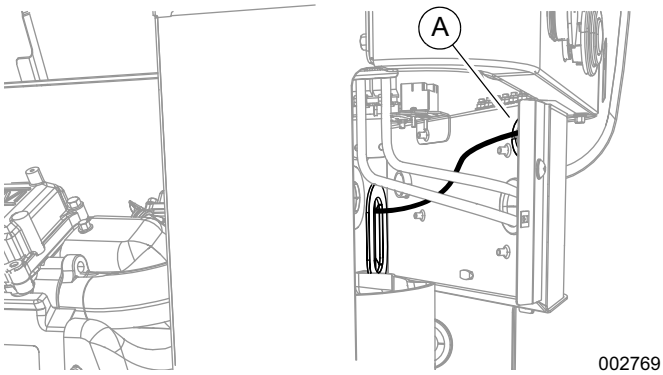

Figura 12. Cables conductores a conexión del cliente
1. Consulte la ***Figura 12***. Pase los cables conductores por el pasacables del panel de conexión del cliente (A).